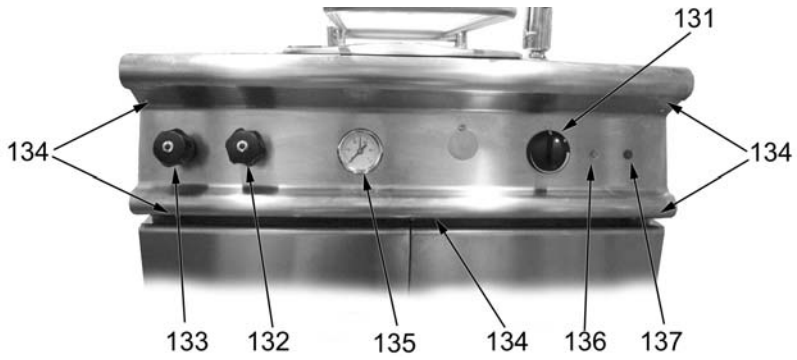

Fig. 10
- remove the knob pos. 131 in Fig. 10 ;
- unscrew the screws, pos. 132 e pos. 133 to have access to the screws that fix the water filling knobs;
- remove the knobs, remove the control panel pos. 134 by unscrewing the screws;